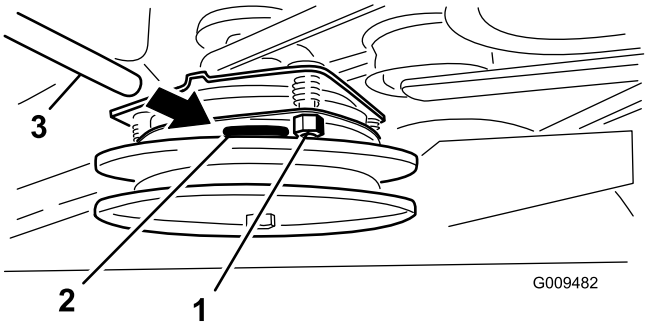

Figuur 59
2. Als aanpassing vereist is, stel dan af op 0,381 mm voor elk van de drie aanpassingssleuven. Draai de borgmoeren aan totdat de voelermaat licht is vastgeklemd maar gemakkelijk binnen de spleet kan bewegen (Figuur 59).